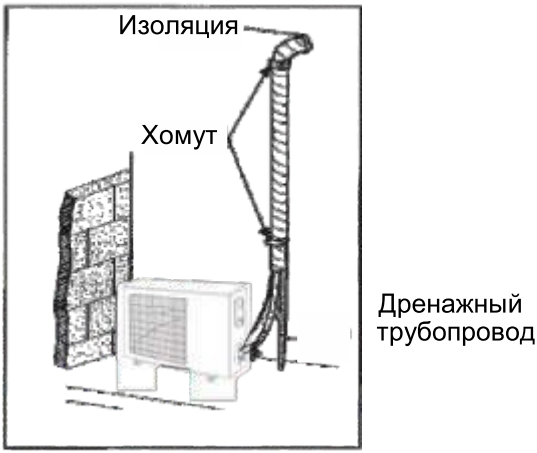

Рис. 4.16
(1). Если наружный блок расположен ниже внутреннего блока (См. Рис. 4.16)